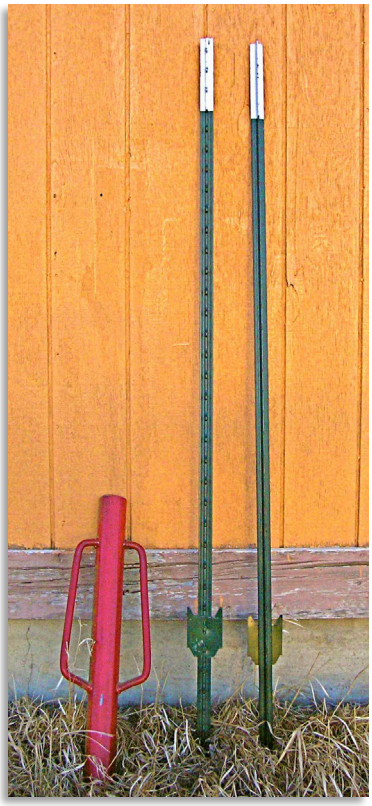

Figure 18. A post-pounder and T-posts. Photo: Montanabw - Own work, CC BY-SA 4.0 .
- **Post pounder** for driving in T-posts or U-posts (see Section 4 and Figure 18).
- **T-post** (Figure 18) or **U-post**, 5-6' long, to provide the necessary anchor and support for the board portion of the snow stake. U-posts may be less expensive than T-posts and come pre-drilled with holes for screws, saving both time and money. ▶ However, if the soil at your site is difficult to drive a post into, use T-posts. Instructions for pre-drilling them are described under the heading "T-posts" below.
- ✔ **Post-pounder** (Figure 18) to drive the posts into the ground. Both manual and gas-powered post-pounders are available. Check that the post-pounder inner diameter will accommodate the post type you've chosen. (Optional: augur drill.)